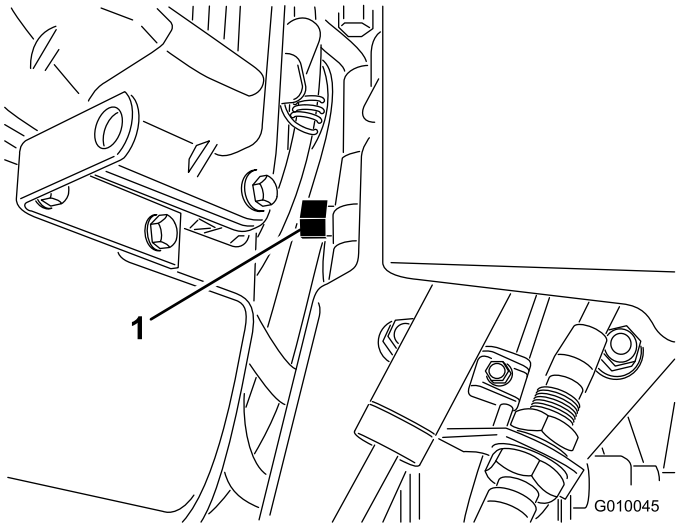

Figur 31
2. Hitta överströmningsventilen mellan motorn och den hydrostatiska pumpen (Figur 31).
3. Använd en 16 mm skruvnyckel och vrid överströmningsventilen motsols ett varv. Hydrauloljan kan då passera förbi pumpen, så att hjulen kan rotera (Figur 31).
5. Vrid överströmningsventilen medsols ett varv när du vill använda luftaren igen (Figur 31).